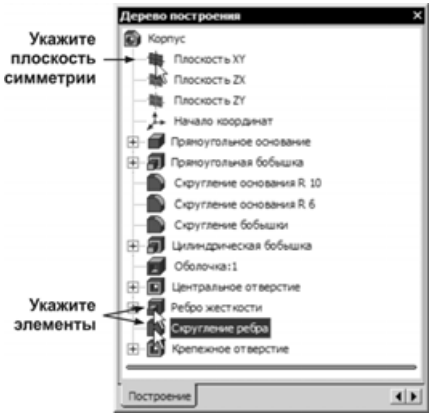

Рис. 5.59
- В дереве построения укажите элемент **Плоскость XY** как плоскость симметрии (рис. 5.59).